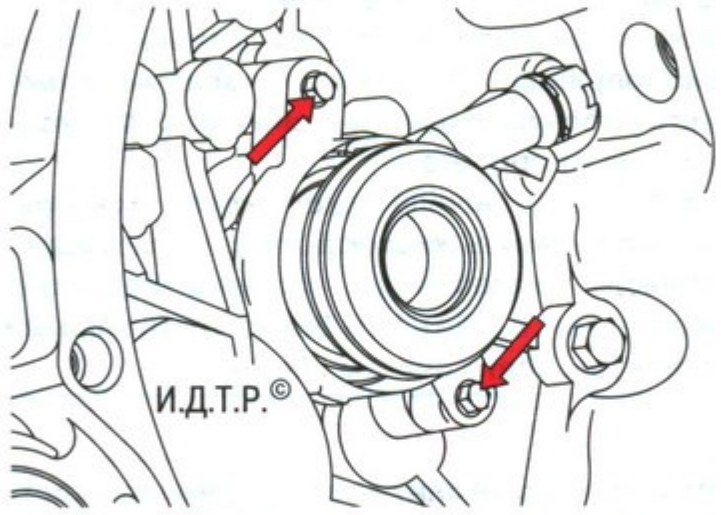

Рис. 6.4. Расположение болтов крепления рабочего цилиндра гидропривода выключения сцепления
4. Выверните два болта крепления рабочего цилиндра к картеру сцепления (рис. 6.4) и снимите цилиндр.